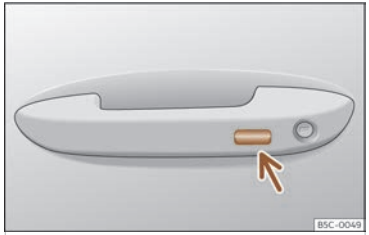

Fig. 83 Maneta de la porta: superfície sensora.
- **O BÉ** mitjançant el sistema Keyless Access (només tancament): Mantingueu un dit durant uns segons sobre la superfície sensora de bloqueig ››› **fig. 83** (fletxa) de la maneta de la porta perquè es tanquin les finestretes i el sostre. Si es deixa de tocar la superfície sensora s'interromp la funció de tancament.
Mantingueu un dit durant uns segons sobre la superfície sensora de bloqueig ››› **fig. 83** (fletxa) de la maneta de la porta perquè es tanqui el sostre. Si es deixa de tocar la superfície sensora s'interromp la funció de tancament.